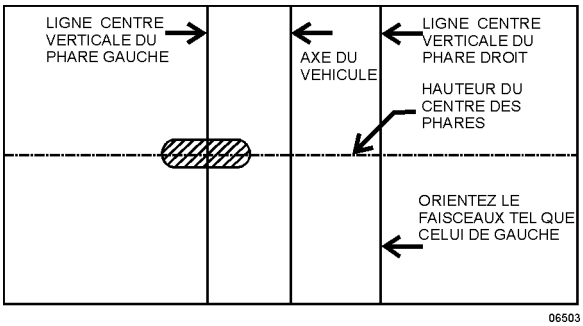

FIGURE 82 : POSITIONNEMENT CORRECT SUR L'ÉCRAN DE LA ZONE LONGUE PORTÉE DES FEUX DE ROUTE
4. Les feux de route sont orientés de sorte que le centre de la zone longue portée se trouve à l'horizontale et tout droit à la verticale (Figure 82).